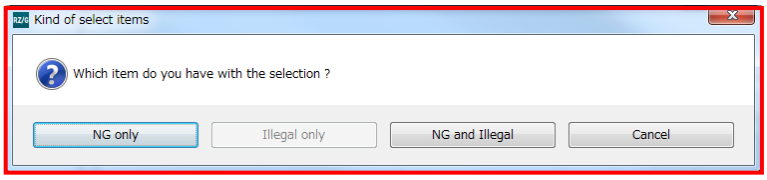
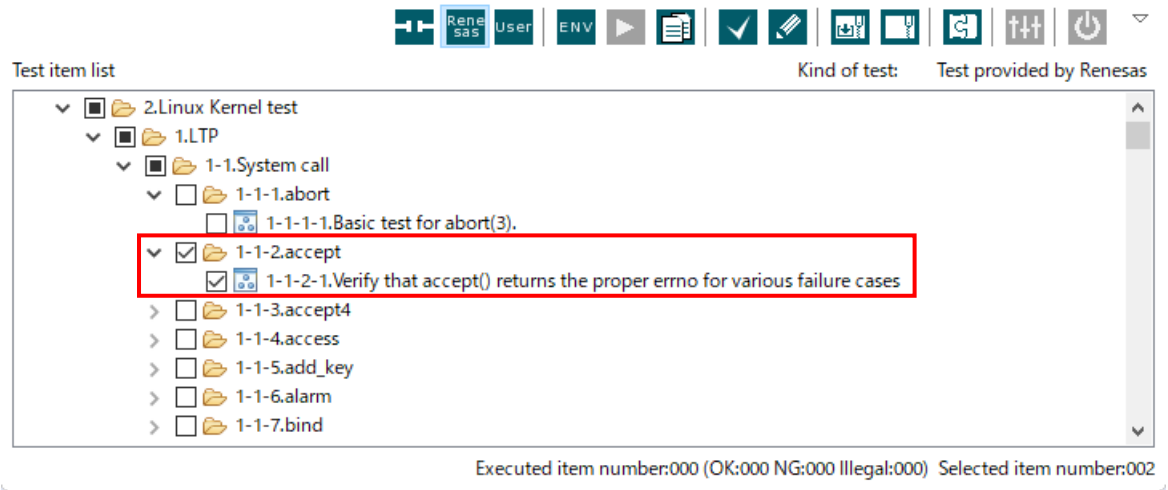

Figure 4-27 [Kind of select items] Dialog Box
Figure 4-28 Result of Selecting Test Items According to the Results of Tests
- Click on the button for the type of results for tests to be selected in the [Kind of select items] dialog box on the screen (see Figure 4-27).
After the steps described on the previous page, the test items specified in Figure 4-27 enter the selected state (Figure 4-28 shows a result with [NG only] specified).